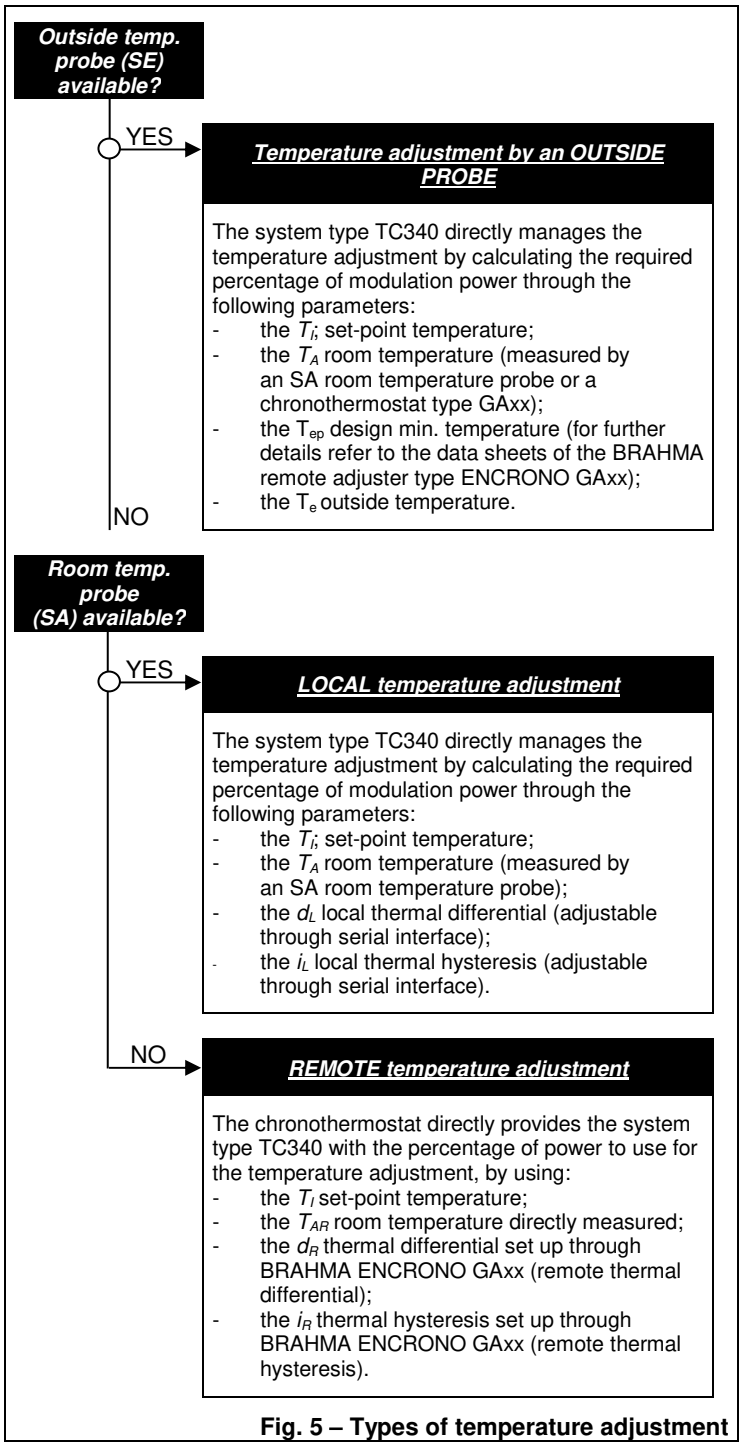

Fig. 5 – Types of temperature adjustment
5) *outside temperature (t_e)*: if the system is equipped with an outside temperature probe, this temperature value will influence the final power percentage as shown in Fig. 5;
6) *design min. outside temperature (t_{ep}):* if the system is equipped with an outside temperature probe, the design min. temperature, i.e. the min. outside temperature that can be reached by the system, will influence the final power percentage as shown in Fig. 5.
Fig. 5 shows the three types of temperature adjustment available in the system.